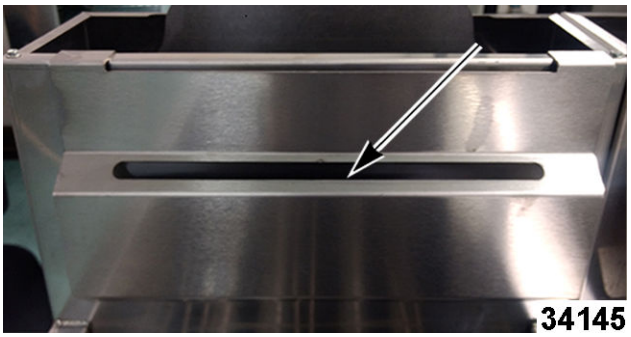

Fig. 91
B. Basket holder (1, Fig. 91).